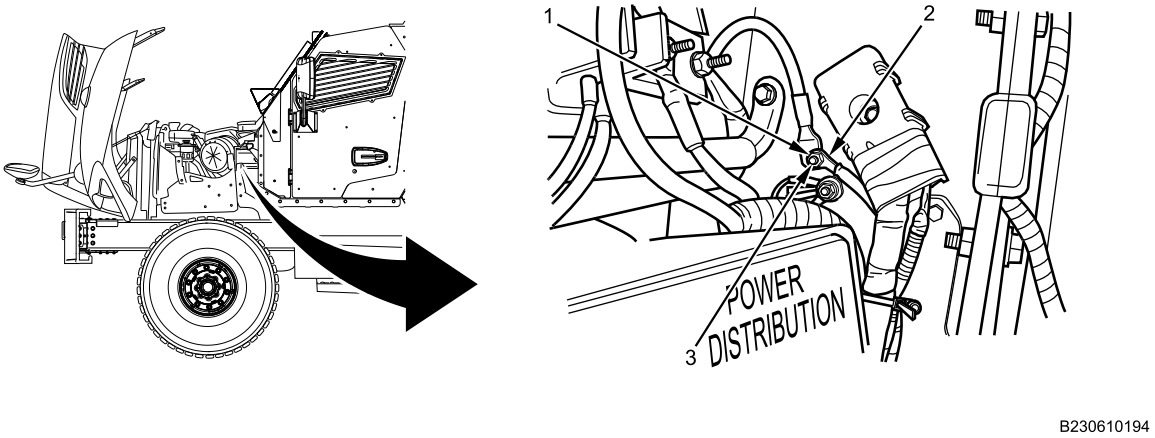

Figure 6. Center Chassis Harness Ground.
10. Remove nut (Figure 6, Item 1) and ground eyelet (Figure 6, Item 2) from ground stud (Figure 6, Item 3).